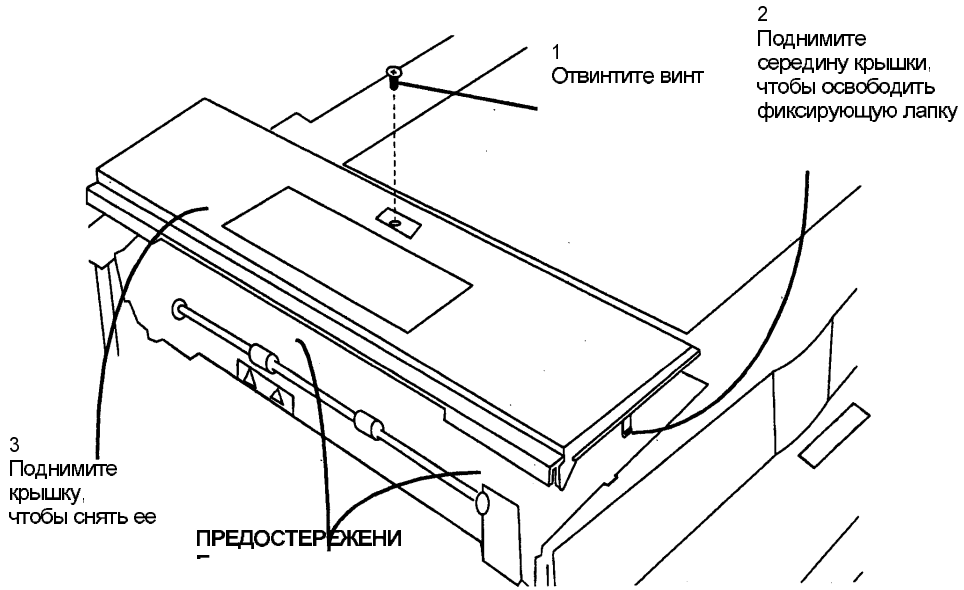

Рис. 1. Демонтаж крышки фьюзера.
3. Снимите крышку фьюзера (Рис. 1).